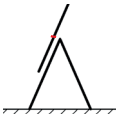

Bild 1 – Kombinationsstege i fristående läge med förlängningsstege högst upp
- För aldrig ut den översta stegen på en stege i tre sektioner i A-läget så att den röda pinnen (eller den 4:e stegpinnen uppifrån) är längre ut än gångjärnspunkten (bild 1).
- Klättra aldrig upp högre än till gångjärnspunkten på en stege i tre sektioner i A-läget (bild 1).